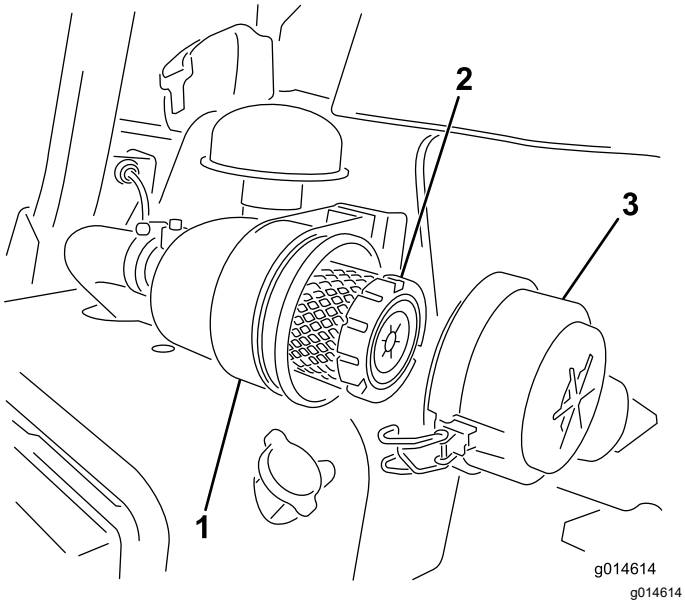

Figur 26
1. Lossa spärrhakarna som fäster luftrenarkåpan på luftrenarhuset (Figur 26).
7. Fäst spärrhakarna (Figur 26).